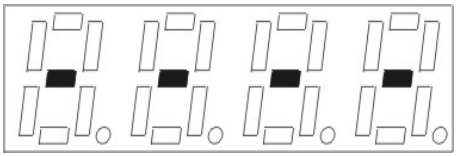

Рисунок 22
– Включить прибор. На экране появятся горизонтальные штрихи (рисунок 22).